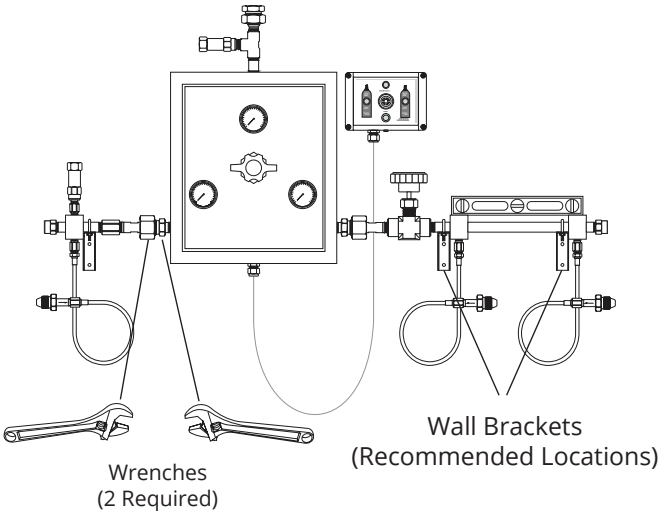

Figure 2.4 – Tightening the Header Bars
- Tightening the header bars – Screw the union nut by hand (on the header bar) to the union adapter located on the manifold box. Tighten this connection by using TWO WRENCHES (see Figure 2.4).